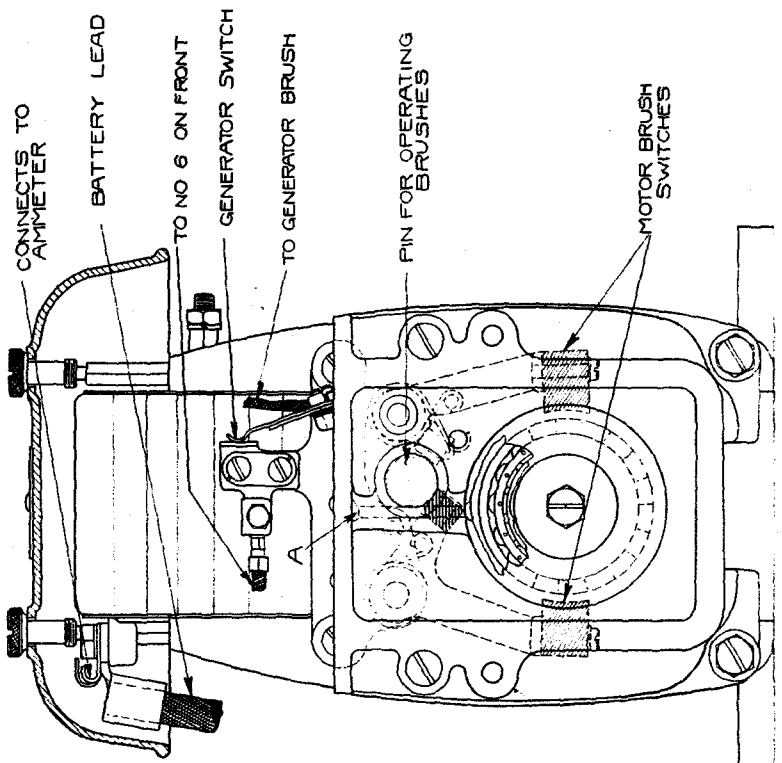

Fig. 7.
3. The generator circuit is opened. This is done by the still further movement of the starting button, and can be understood by referring to Figs. 7 and 9, the circuit being broken at the generator switch shown near the top of Fig. 7.